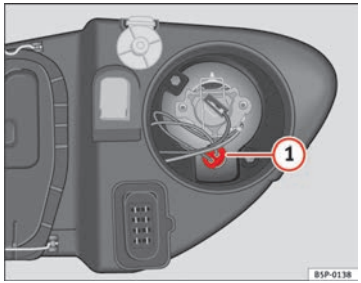

Fig. 192 Side light
– Extract the bulb holder ⇒ Fig. 192 (1) outwards.